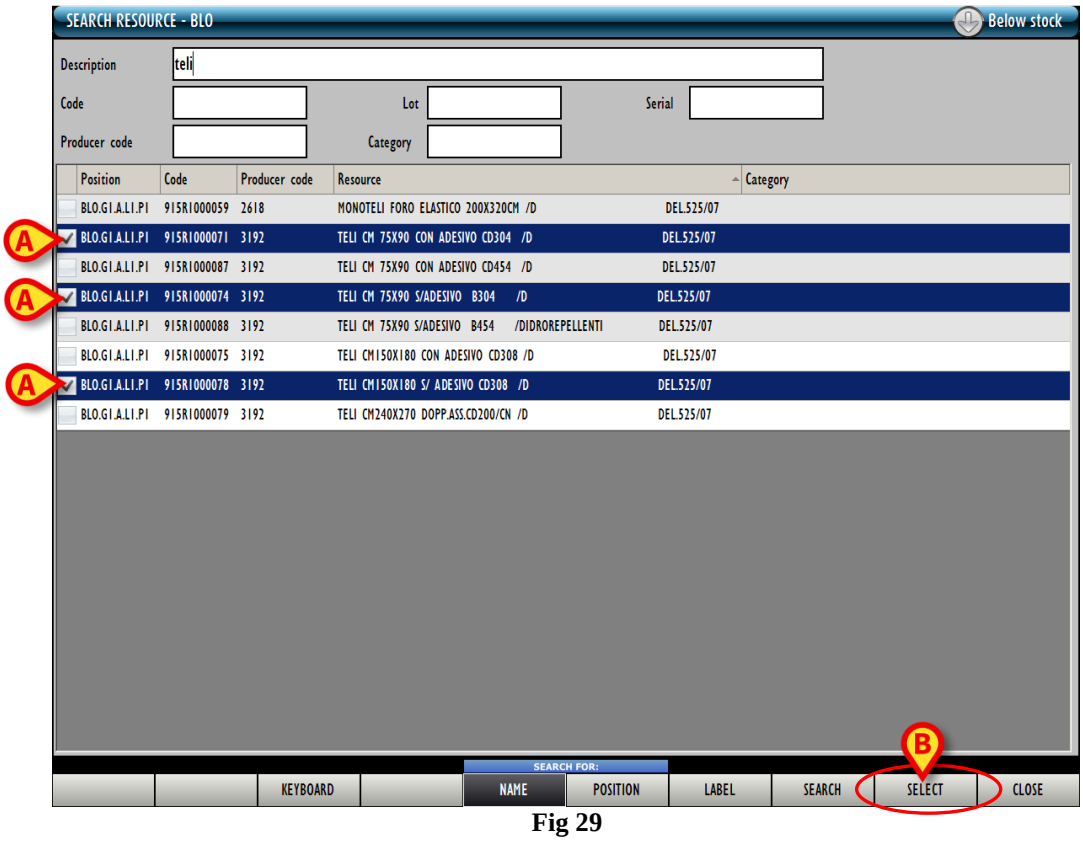

Fig 29
The corresponding line/s is/are highlighted (Fig 29 **A**).
- Click the **Select** button on the command bar (Fig 29 **B**).